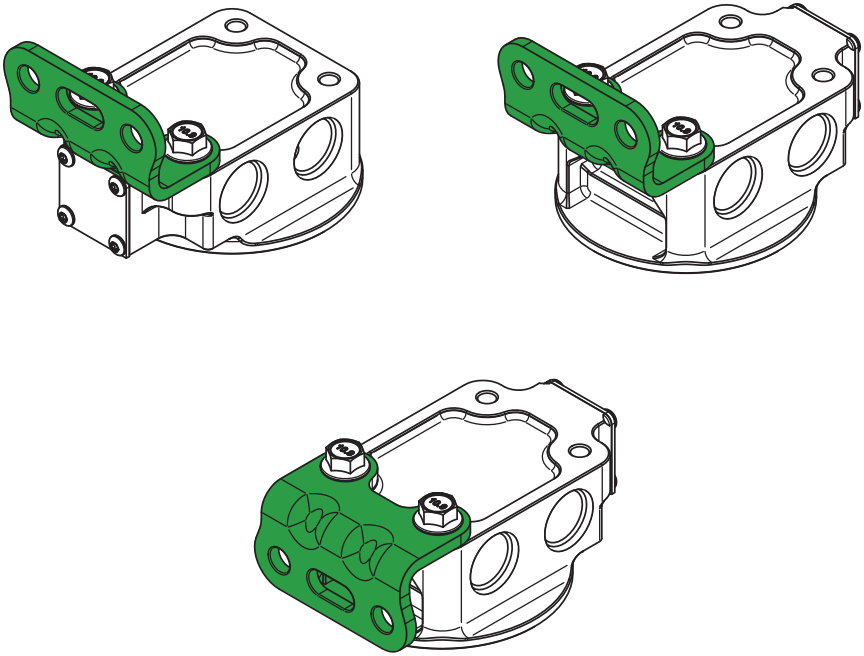

Figure 4 - Mounting Bracket Orientation Options
- Attach the mounting bracket to ENV-171 using the provided M8 screws in one of the configurations shown in Figure 4.